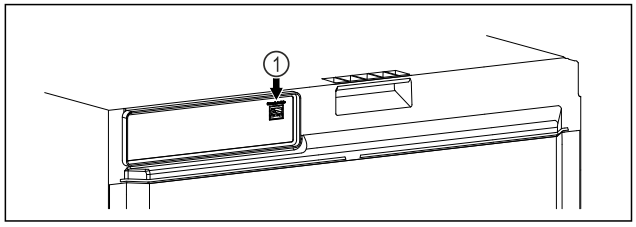

Fig. 100
- ❑ SmartModule *Fig. 100 (1)* este instalat.